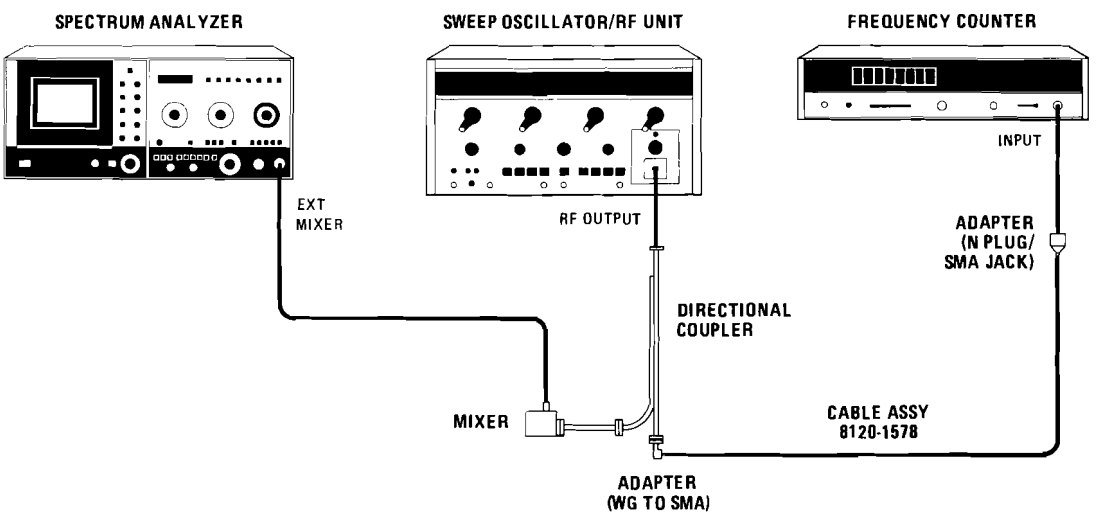

Figure 4-1. Tuning Accuracy Test Setup
d. Connect equipment as shown in Configuration A of Figure 4-1 with comb generator connected to INPUT of spectrum analyzer.
o. Disconnect comb generator from spectrum analyzer input. Connect sweep oscillator and frequency counter as shown in Configuation A of Figure 4-1.
**Use HP 8690B/8696A with appropriate adapters in place of 8620C/86290A, Configuration A of Figure 4-1.
q. Connect equipment as shown in Configuration B of Figure 4-1.